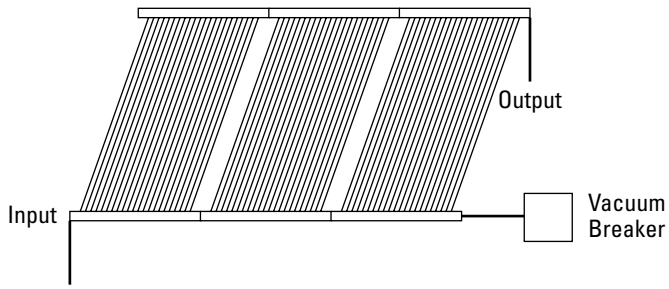

Figure 11-2: Parallel-ganged solar collectors offer the water multiple channels, reducing the overall water pressure while heating the same amount of water.
- **If you want to use two or more solar collector panels, connect them in parallel.** Flexible solar collector panels that are designed to fit together in a parallel "ganged" arrangement, as shown in Figure 11-2, are available. (For an explanation of series and parallel, see Chapter 4.)